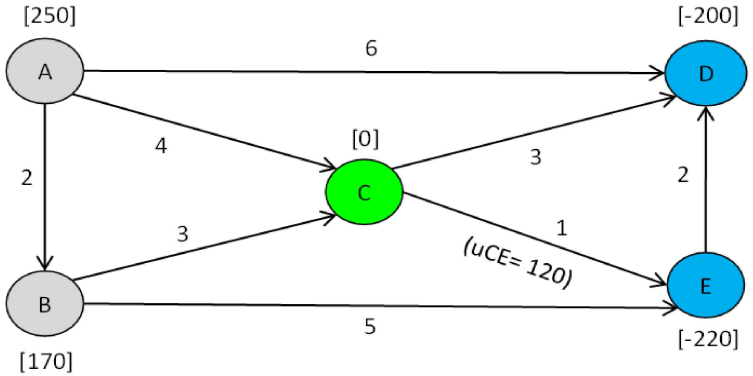

Figure 2c: Medical Device Distribution Network
Q7c. The manufacturer has two plants (A & B) producing a medical device. The product is shipped to two retailers (D & E) directly or through the transshipment hub at C. The distribution network for shipping the product is shown in Figure 2c where the numbers on the arcs represent unit shipping costs. A Linear Programming (LP) model is formulated to solve the distribution network problem in Figure 2c.